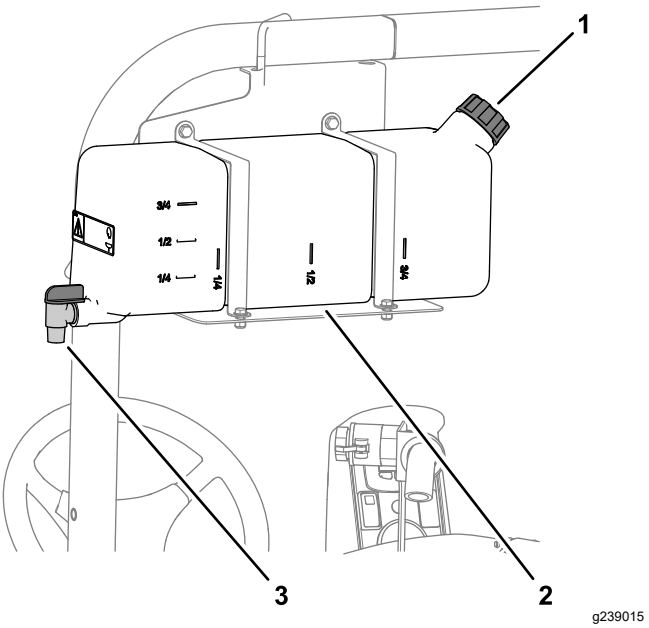

**Figura 19**
- Para abastecer o tanque, desparafuse a tampa na parte superior do tanque, encha o tanque com água doce e coloque a tampa (Figura 19).
- Para abrir a torneira do depósito de água doce, rode a alavanca da torneira (Figura 19).